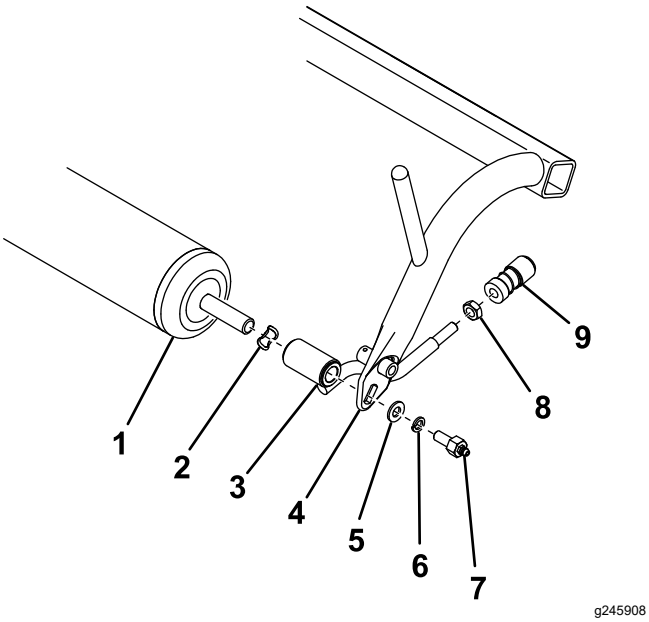

Figura 1
2. Rimuovete il rullo, le rondelle elastiche, i gruppi del collegamento di trazione, le rondelle piane, le rondelle di bloccaggio e le viti di ingrassaggio dal telaio di trazione (Figura 1).
3. Togliete e conservate gli alloggiamenti dei giunti sferici dai gruppi di collegamento della trazione (Figura 1). Scartate tutta la bulloneria rimossa in precedenza, ad eccezione degli alloggiamenti dei giunti sferici e del rullo.